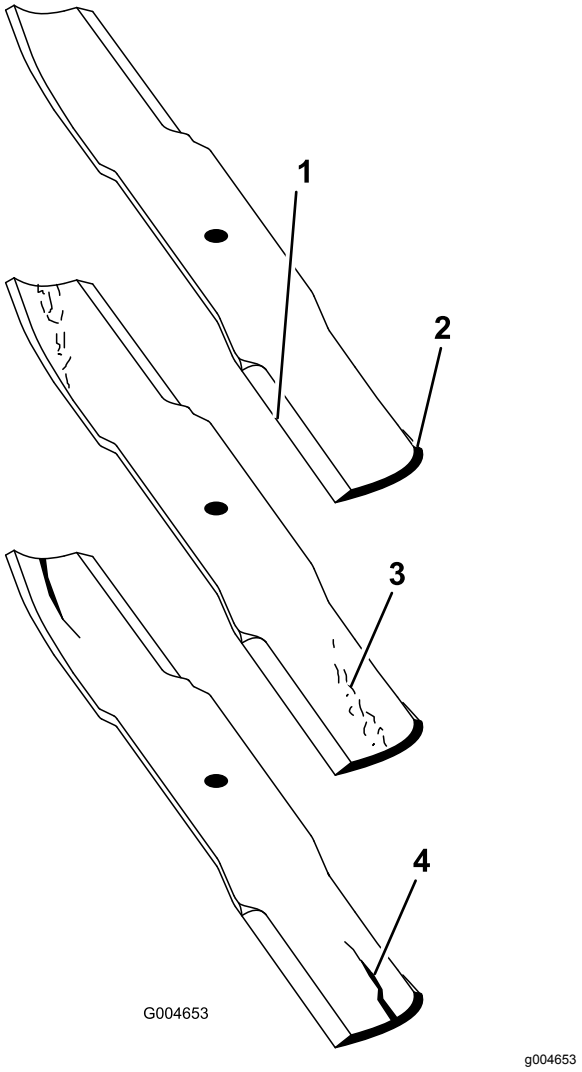

Figur 110
2. Undersøg omhyggeligt knivens skær, især der hvor den flade side og den buede side mødes (Figur 110). Da sand og slibematerialer kan bortslide det metal, der forbinder den flade og den buede side af kniven, skal kniven kontrolleres, før plæneklipperen anvendes. Hvis der opdages tegn på slitage (Figur 110), skal kniven udskiftes.